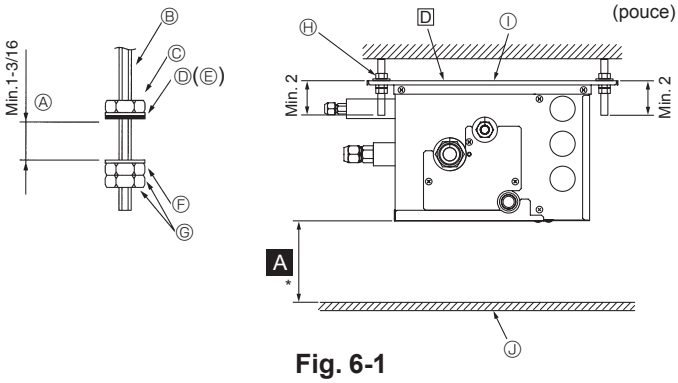

Fig. 6-1
(2) Fixer les rondelles et les écrous (①, ②, à acheter localement) sur les boulons de suspension. (Fig. 6-1)
(3) Accrocher l'appareil sur les boulons de suspension.
(4) Serrer correctement les écrous (vérifier la hauteur de plafond).
(5) Utiliser un niveau pour ajuster le boîtier de dérivation à l'horizontale.